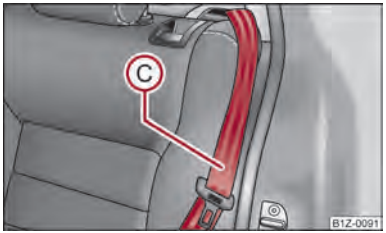

Fig. 48 Lock the seat backrest
– Place the rear lateral seat belt Ⓒ ⇒ fig. 48 behind the edge of the side trim panel.